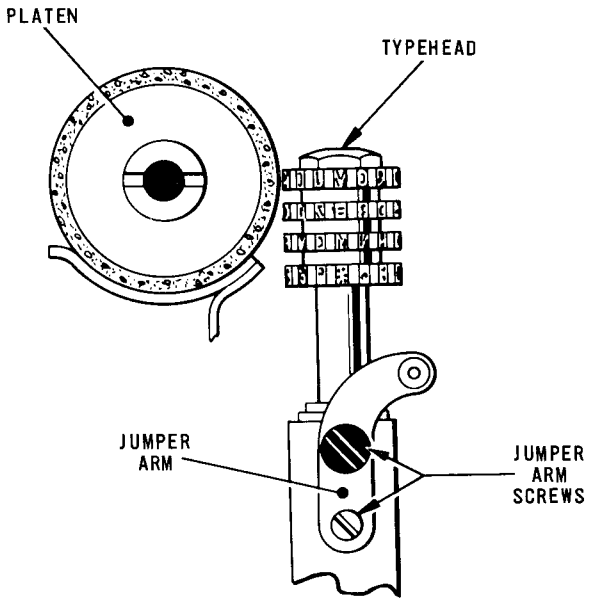

Fig. 4.56 RIBBON JUMPER ARM
68.2 If this is not so, slacken the two screws securing the jumper arm, Fig.4.56, and adjust the arm until the above condition is satisfied. Tighten the arm screws.